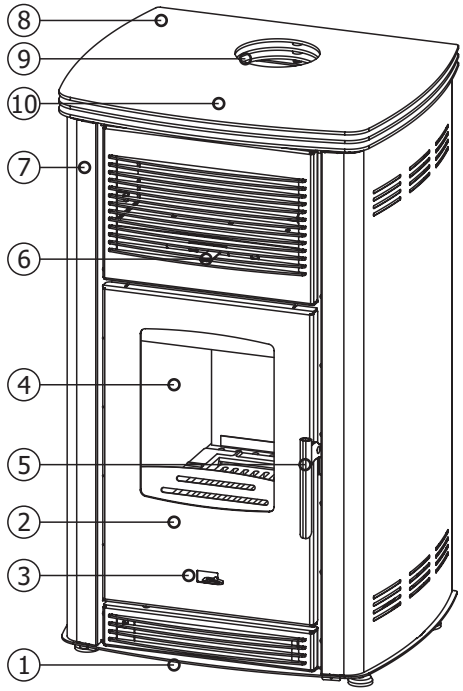

Figure 1.
Stove components (Figure 1):
- close the firebox door and open the primary air regulator (Figure 1, item 3).
- when adding fuel, open the firebox door (Fig.1, pos. 2) only a couple of degrees, wait 4-5 seconds, then slowly open it wide. Do not open the door abruptly, because when there is a strong flame in the firebox, it may spread out towards the room.
By adjusting the draft in the stove, you regulate the temperature, output, and combustion rate of the fuel. This is done moving (left-right) the primary air (draft) regulator (Fig.1, item 3).
The stove has secondary air regulation to support combustion and keep the firebox glass clean. By combining the primary air supply via the regulator on the door and the secondary air supply via the handle above the firebox door (Fig. 1, item 6), the desired combustion can be achieved.